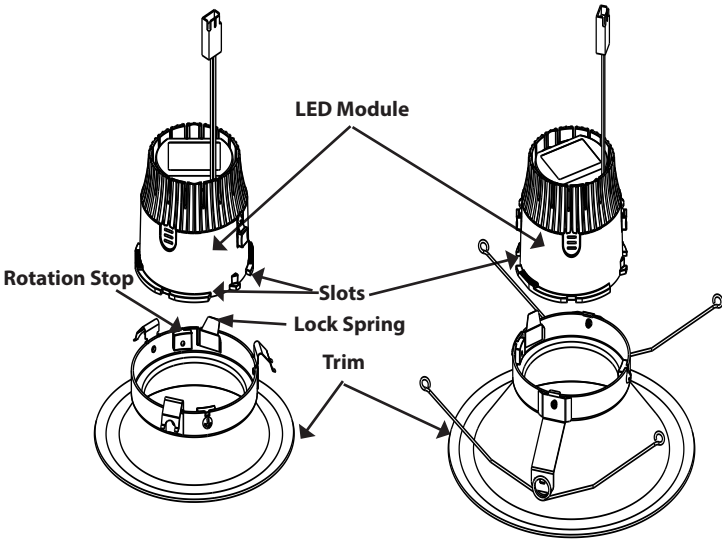

FIG.3
1. The **LED Module** can only be installed in one orientation. **Slot** from **LED module** must line up with **rotation stop** and **lock spring** located on **trim** ring. See FIG.3 and FIG.4